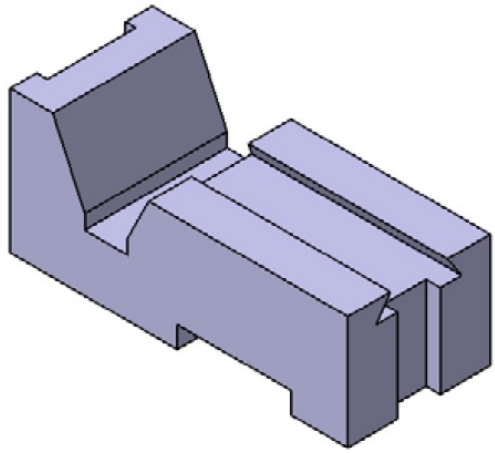
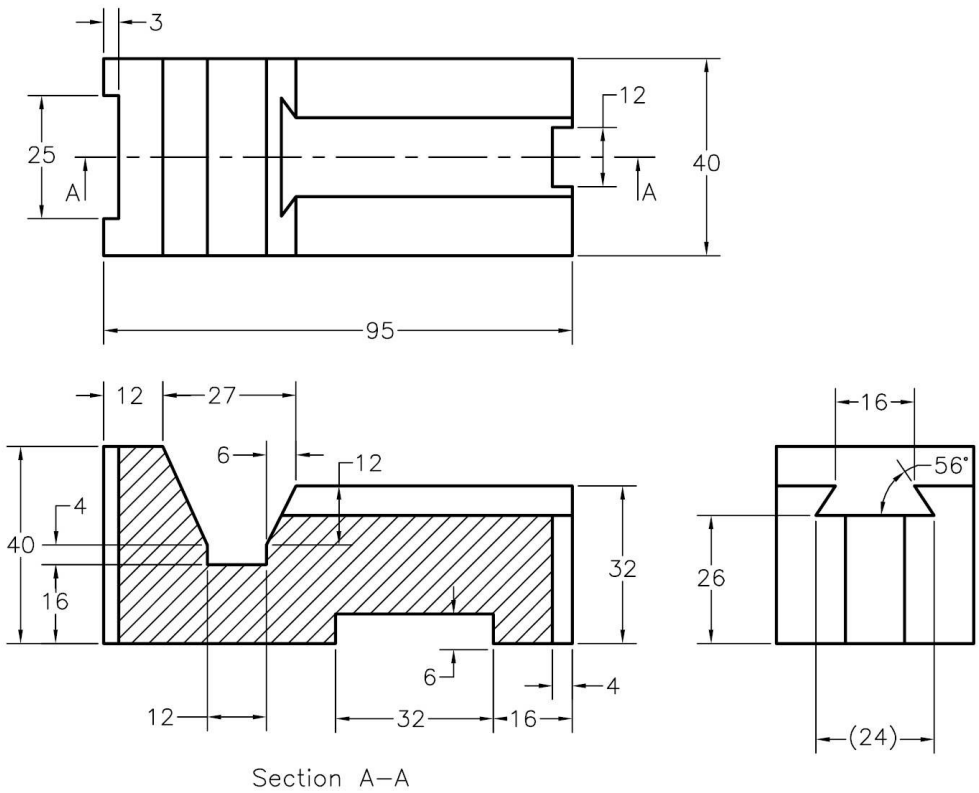

Figure 5-37 *Model for Tutorial 1*
Figure 5-38 *Views and dimensions for Tutorial 1*
In this tutorial, you will create the model shown in Figure 5-37. Its views and dimensions are shown in Figure 5-38. (**Expected time: 30 min**)
2. Draw the sketch for the fourth feature, refer to Figure 5-38, and exit the **Sketcher** workbench.